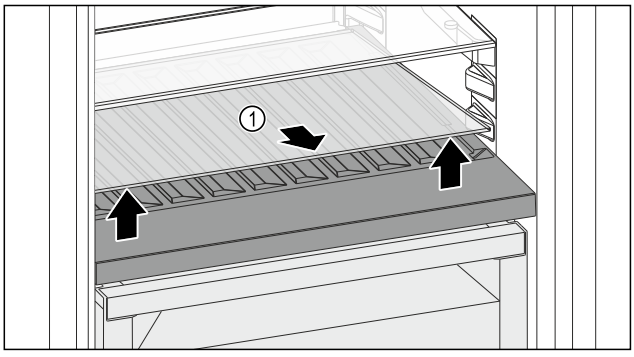

Fig. 110
▶ Ridicați în față și extrageți placa de sticlă *Fig. 110 (1)* din degajare.
▶ Păstrați placa de sticlă *Fig. 110 (1)* în siguranță în afara aparatului.